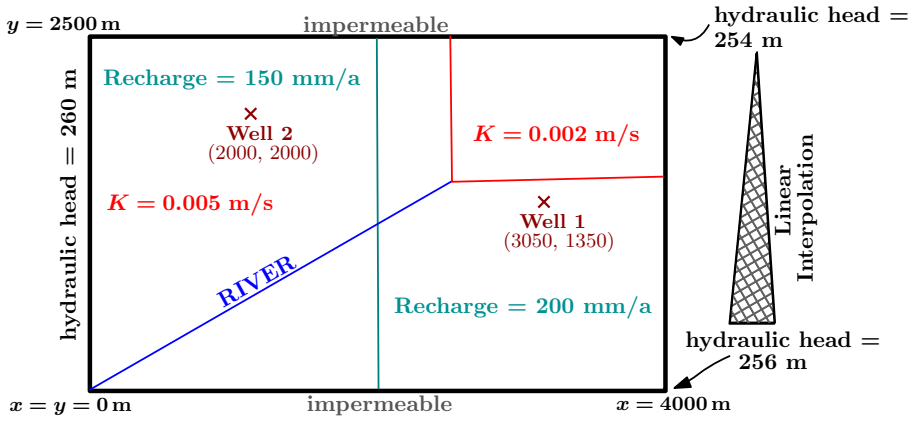

Figure 1: Conceptual setup of the 2D horizontally oriented model
The conceptual setup (Figure 1) will be simulated in order to gain insight of the impact of domain properties (K_s, R_s etc.) on the hydraulic head (h), consequently of the groundwater flow. Through visual analysis, from MODPATH simulations we will show the path of the streams towards the pumping-out well.
- ‼ **Compare the ModelMuse output with your conceptual setup (Figure 1)**
- type the following expression into the **input field**: 150/1000/365.25/86400 (no **„=“** is required). The unit for recharge rate is now converted to m/s from the given data in mm/a, see Figure 1)